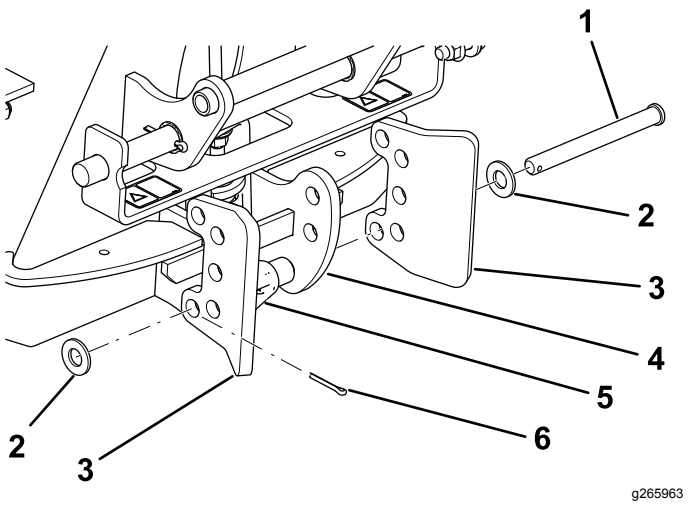
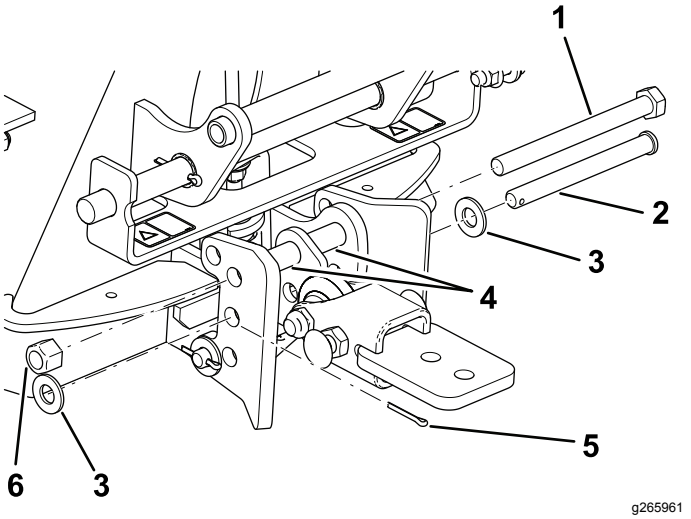

Bild 8
Bild 9
2. Verbinden Sie die Kugelanhängevorrichtung mit dem Adapter wie in Bild 8 und Bild 9 dargestellt.